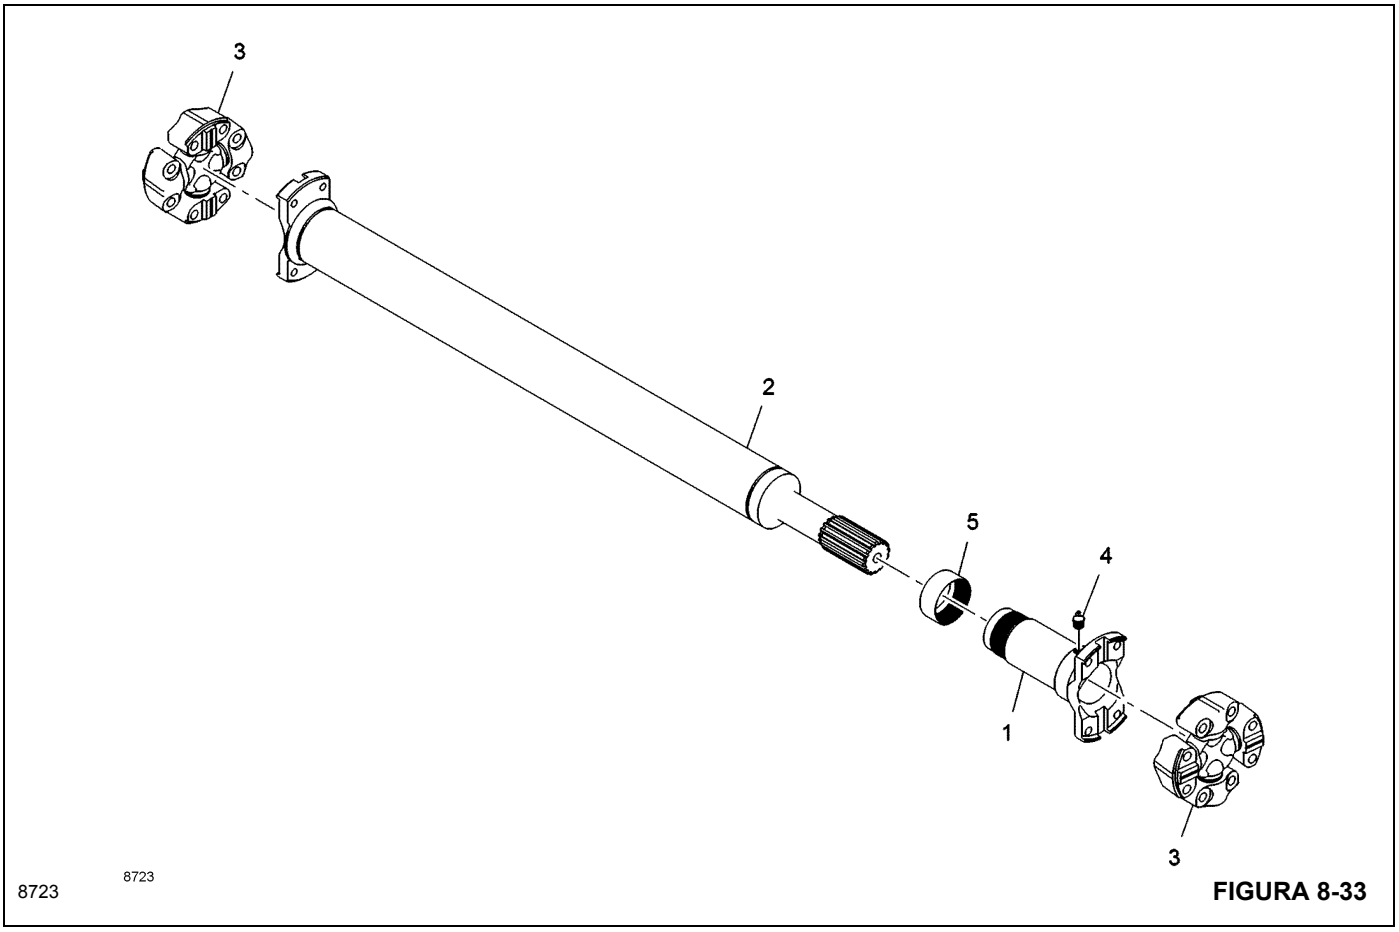

FIGURA 8-33
1. Retire los pernos y arandelas de seguridad de la junta universal (Figura 8-33) montada en la transmisión.
1. Aplique aceite SAE 140 a las estrías de la horquilla con tubo y extremo estriado **2** Figura 8-33. Arme el conjunto de tapa guardapolvo **5** en la horquilla con tubo y extremo estriado. Deslice la horquilla con tubo y extremo estriado en la horquilla deslizante **1**. Asegúrese que ambos extremos del eje impulsor estén en el mismo plano. Apriete el conjunto de tapa contra polvo.
1. Sujete la junta universal de la horquilla con tubo y extremo estriado **2** (Figura 8-33) al disco del freno de estacionamiento en el eje delantero con pernos y arandelas de seguridad.
NOTA: El eje impulsor debe tener ambos extremos exactamente en el mismo plano, como se muestra en la Figura 8-33.